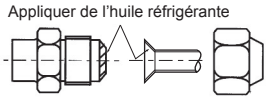

Fig. 7-3
(3) Appliquez de l'huile réfrigérante sur la surface évasée. (Fig. 7-3)